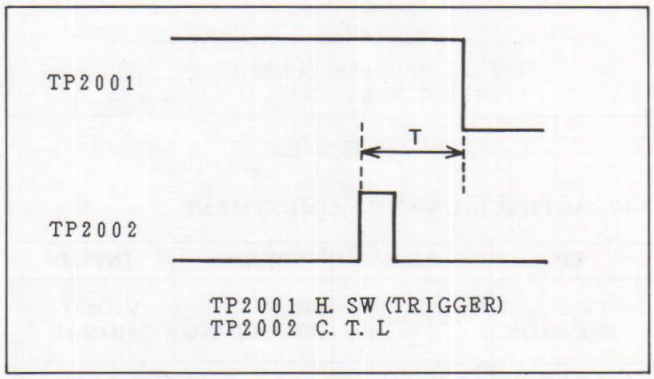

Fig. E4
3. Adjust VR2002 so that the period of "T" becomes 1.6 +- 0.4msec as shown in Fig.E4.